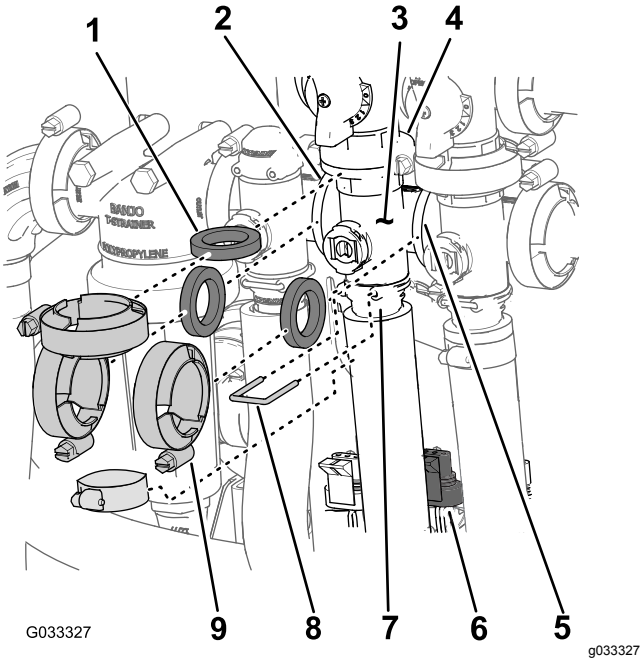

Figur 64
1. Fjern klemmene og pakningene som fester manifolden for risteventilen (Figur 64) til risteomløpsventilen, mengdereguleringsventil, hovedseksjonsventilen og adapterkoblingen (risteregulatorventil).
2. Fjern holderen som sikrer utgangsnippelen til manifolden for risteventilen (Figur 64).